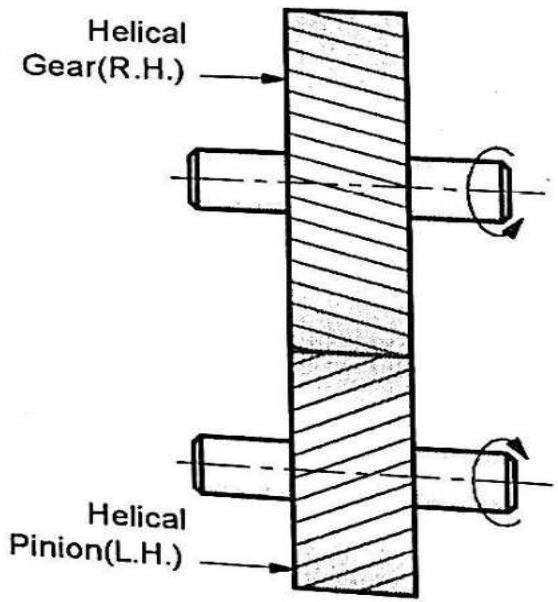

Fig. 2.1 : Parallel Helical Gears
- The parallel helical gears are used for transmitting the power between two parallel shafts, as shown in Fig. 2.1.